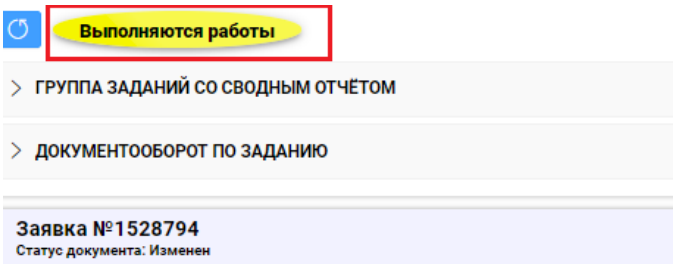

Рисунок 36 - Изменения статуса Заявки в личном кабинете Диспетчера
- Инженер перевел Заявку в статус «Выполняются работы», статус Заявки в личном кабинете Диспетчера изменился на «Выполняются работы» (Рис. 36).